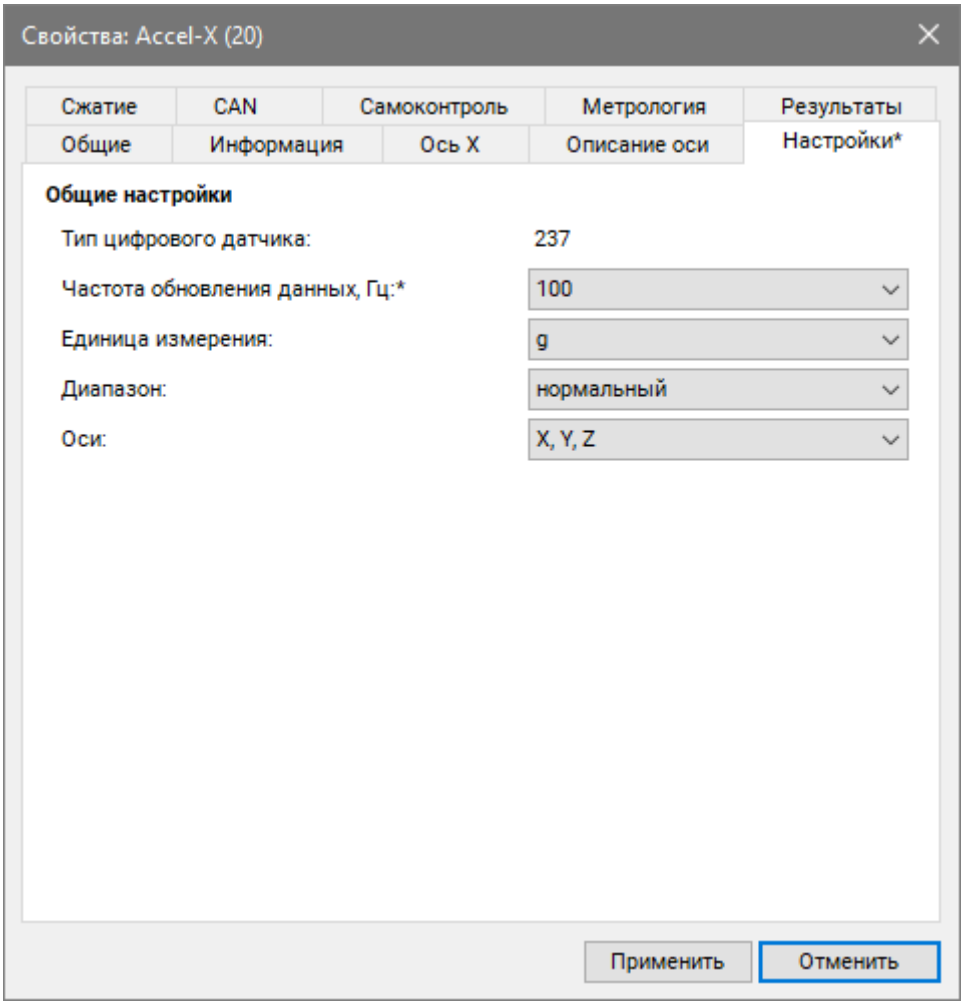

Рис. 5.10 Вкладка «Настройки»
- во вкладке «Настройки» установить необходимые параметры (*Рис. 5.10*).